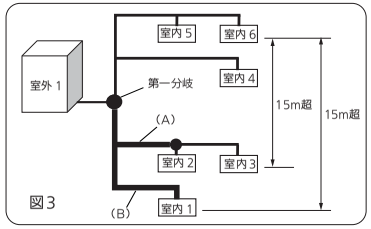

図３
- H2が15mを超える場合、室内ユニットが室外ユニットより下側にある液管、ガス管を１ランクサイズアップしてください。（図３）